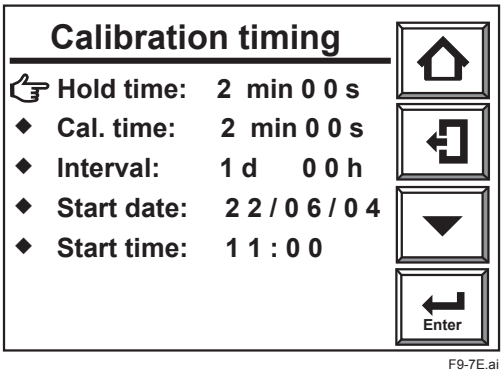

Figure 9.7 Calibration time setting
1) From the [Calibration setup] display, select [Timing] and the display shown in Figure 9.7 appears. In this example, [Mode] is set to [Auto].